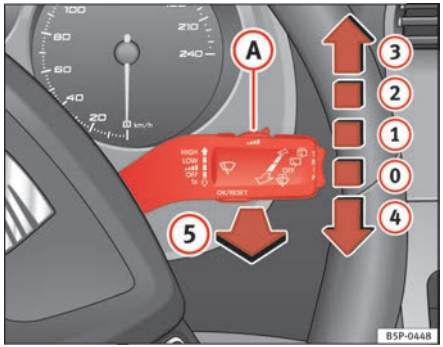

Fig. 85 Windscreen wiper and windscreen wash lever
The windscreen wiper lever ⇒ fig. 85 has the following positions:
- The next speed down will automatically be selected if speed ⇒ page 121, fig. 85 (2) or (3) is selected when the vehicle stops. The set speed will be resumed when the vehicle starts again